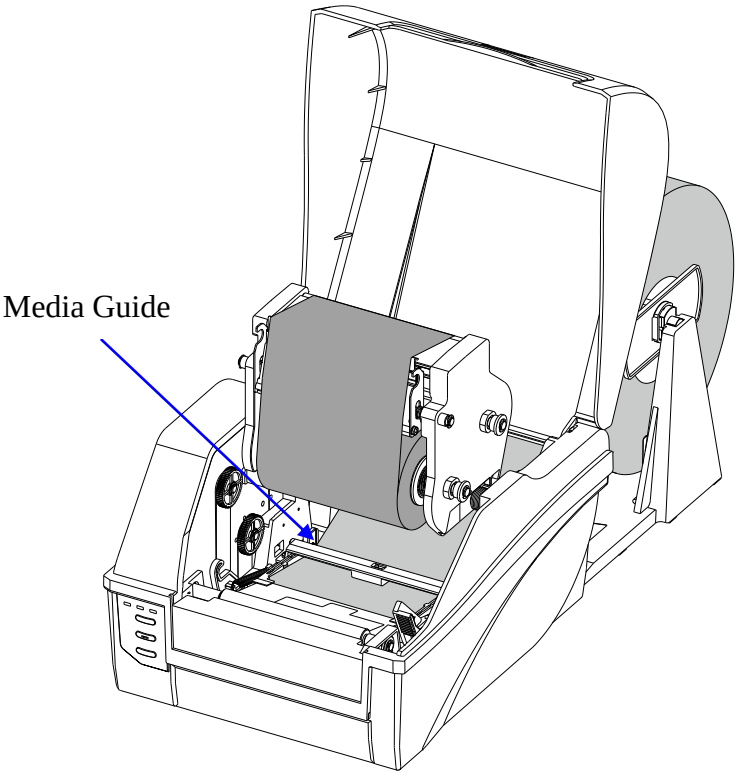

Figure 2-21 Thread the Media
7. Slide the Media Guides to the edge of the media, making sure that the media remains flat and is placed in the middle of the Tear-off Bar. This can be checked with the ruler on the Tear-off Bar. See Figure 2-21.